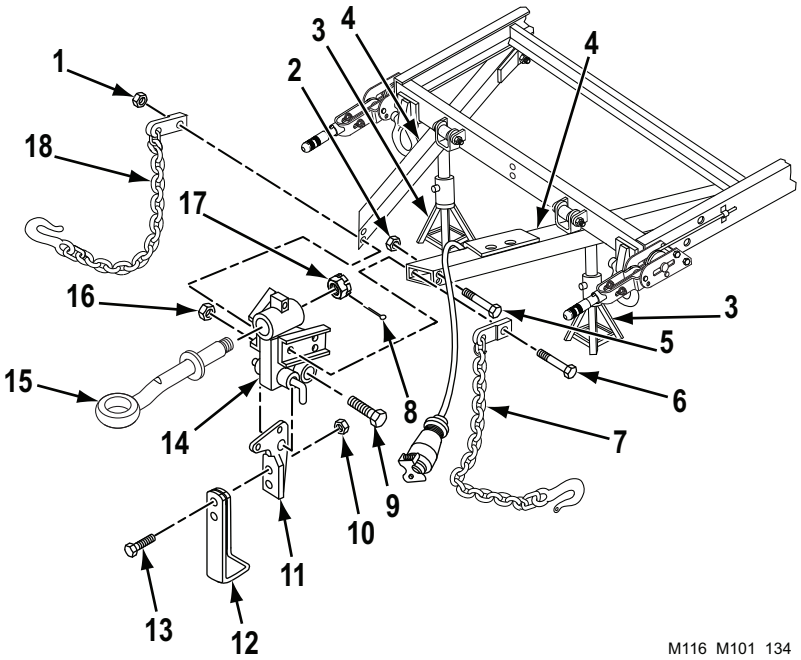

Figure 2. Adjustable Front Support Leg Installation.
1. Install drawbar bracket assembly (Figure 2, Item 14), four cap screws (Figure 2, Item 5), and new self-locking nuts (Figure 2, Item 2).
2. Install safety chains (Figure 2, Items 7 and 18), cap screw (Figure 2, Item 6), and new self-locking nut (Figure 2, Item 1).
3. Install bracket (Figure 2, Item 11), bolt (Figure 2, Item 9), and new self-locking nut (Figure 2, Item 16).
4. Install support leg (Figure 2, Item 12), two cap screws (Figure 2, Item 13), and new self-locking nuts (Figure 2, Item 10).
5. Install drawbar ring (Figure 2, Item 15), nut (Figure 2, Item 17), and new cotter pin (Figure 2, Item 8).
6. Raise trailer with lifting device and remove supports (Figure 2, Item 3) from drawbars (Figure 2, Item 4). Lower trailer to ground.